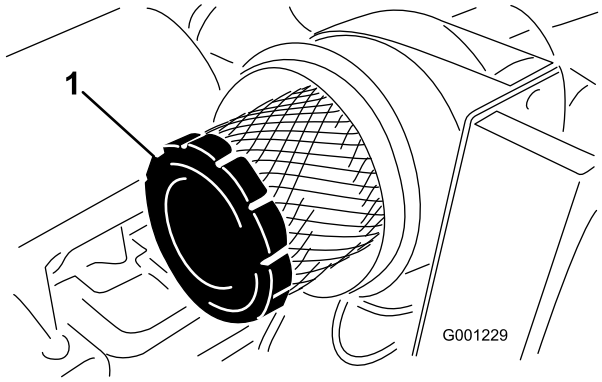

**Figur 48**
4. Ta bort och byt ut huvudfiltret (Figur 48).